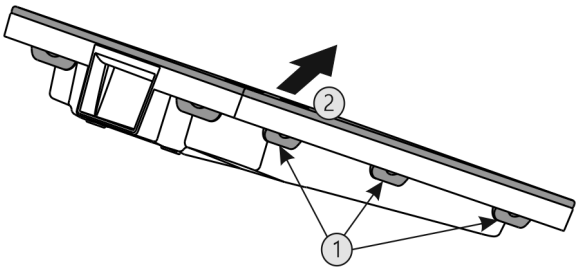

*Fig. 58*
▶ Press all lugs *Fig. 58 (1)* one after another and remove the cover *Fig. 58 (2)*.